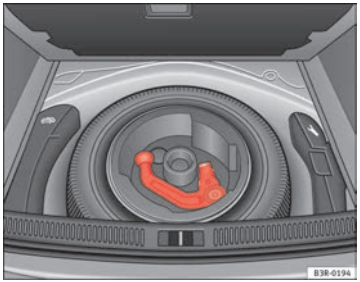

Fig. 151 Luggage compartment: Spare wheel with towing bracket
- Vehicles with a spare wheel ⇒ fig. 151.